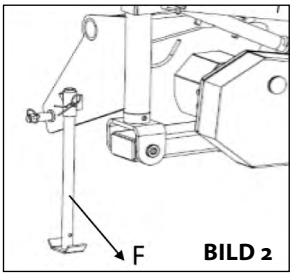

BILD 2
- Viktigt! Se till att stödben - F (bild 2) står stadigt på marken innan du demonterar maskinen från traktorn